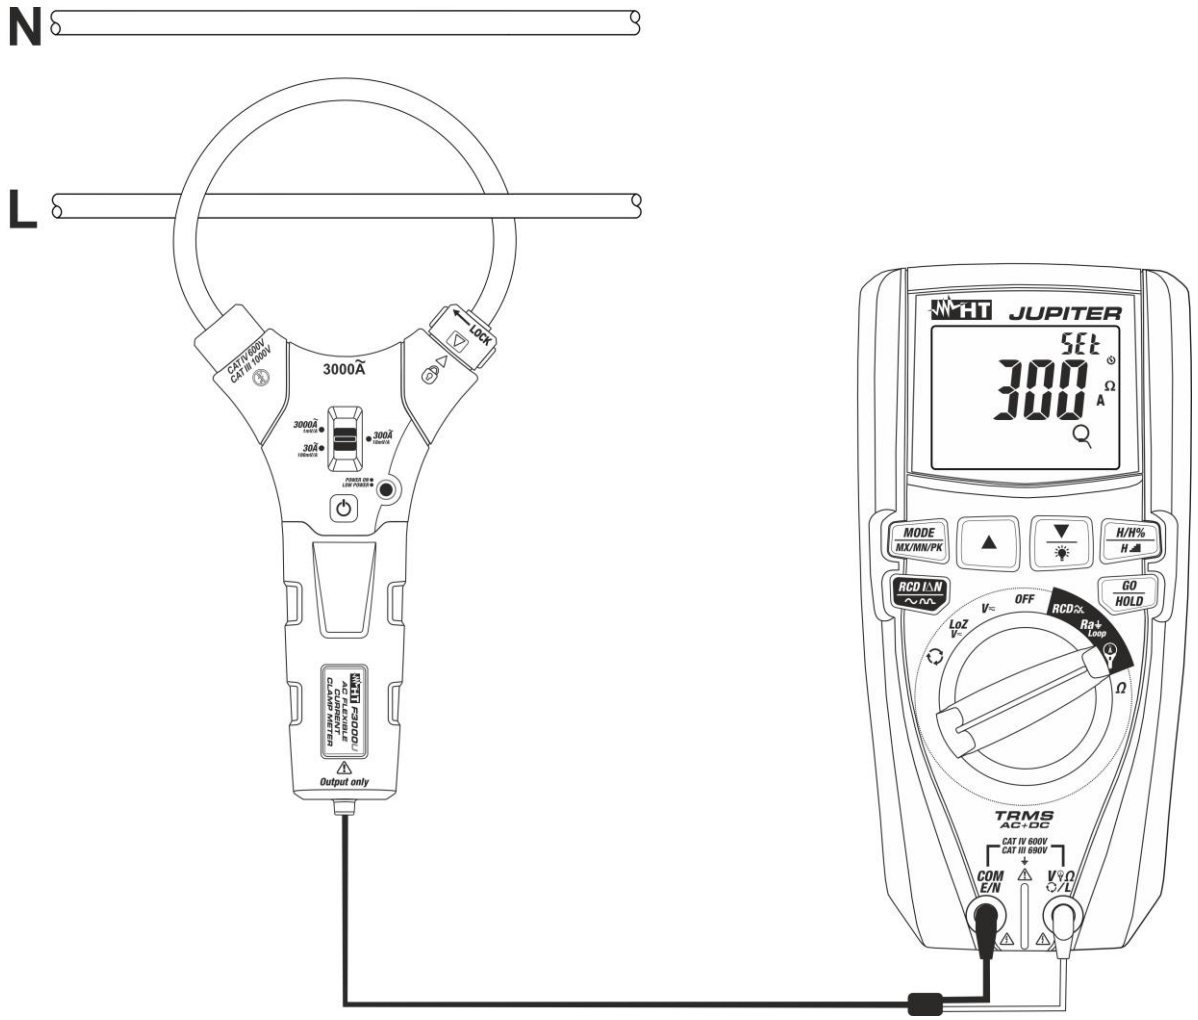
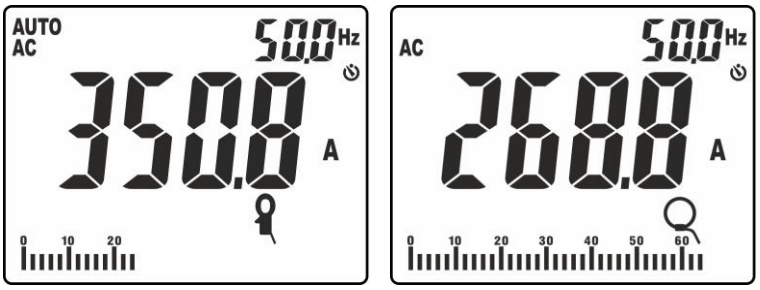

Fig. 38: Uso do instrumento para medir correntes com transdutor com pinça
Fig. 39: Resultado da medição de correntes CA com pinça standard e flexível
8. Inserir o cabo no interior do toroide (ver Fig. 38). O valor da corrente é apresentado na Fig. 39